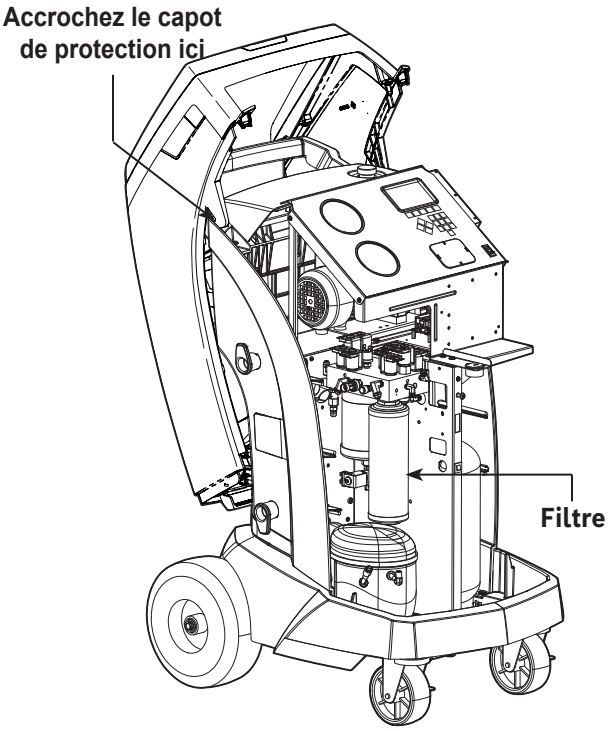

Figure 9
3. Accrochez le capot de protection à l'arrière de la machine comme indiqué sur la Figure 9.
6. Installez le nouveau filtre en le vissant en place dans le sens des aiguilles d'une montre. Vérifiez que le filtre est bien positionné, tel qu'indiqué sur la Figure 9. Serrez le filtre à 20 N•m.
4. Accrochez le déflecteur à l'arrière de la machine comme indiqué à la Figure 9.